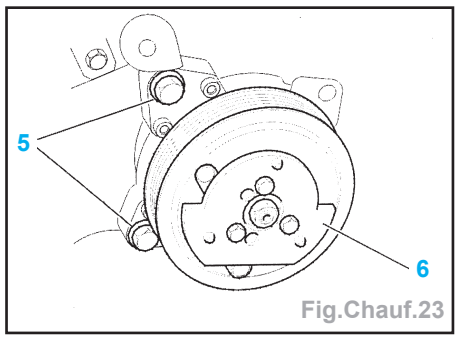

Fig.Chauf.23
- Déconnecter l'alimentation , déposer les 2 vis (5) et le compresseur (6) (Fig. Chauf.23).